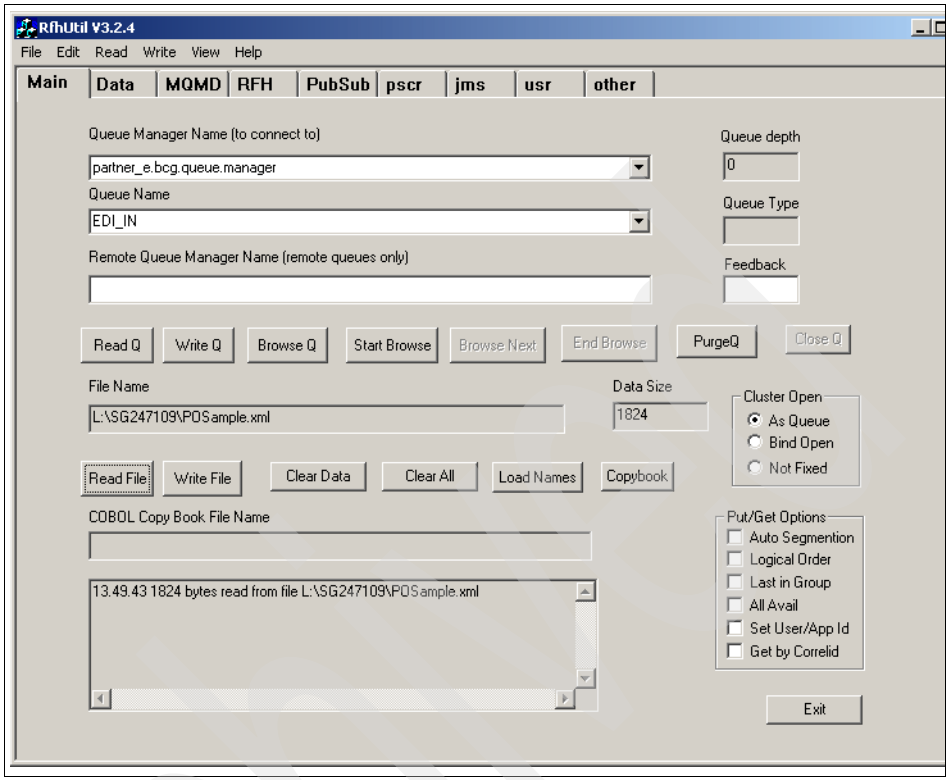

Figure 19-39 Select queue manager and queue
1. Start RFHUTIL, which can be found in the Additional Materials (Figure 19-39 on page 669).